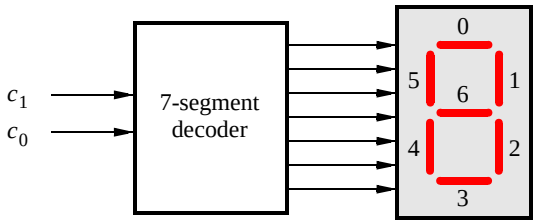

Figure 6. A 7-segment decoder.
Figure 6 shows a *7-segment* decoder module that has the two-bit input c_1c_0. This decoder produces seven outputs that are used to display a character on a 7-segment display. Table 1 lists the characters that should be displayed for each valuation of c_1c_0. To keep the design simple, only three characters are included in the table (plus the 'blank' character, which is selected for codes 11).
2. Create a VHDL entity for the 7-segment decoder. Connect the c_1c_0 inputs to switches SW_{1-0}, and connect the outputs of the decoder to the *HEX0* display on the DE board. The segments in this display are called $HEX0_0$, $HEX0_1$, . . ., $HEX0_6$, corresponding to Figure 6. You should declare the 7-bit port